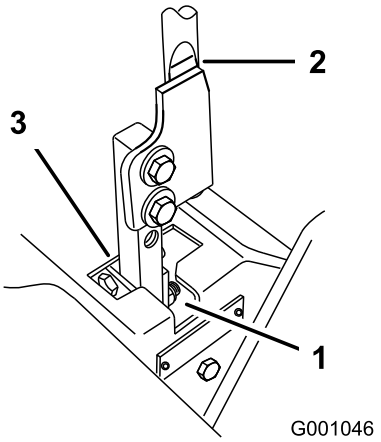

Figur 66
5. Flytta spaken till neutralläget, men lås inte fast den (Figur 66).
6. Dra spaken bakåt tills sprintbulten (på armen nedanför den vridbara axeln) kommer i kontakt med spårets ände (så att den precis börjar tryckbelasta fjädern) (Figur 66).
7. Kontrollera var rörelsereglaget står i relation till spåret i konsolen (Figur 66). Det ska vara centrerat så att reglaget kan vridas utåt mot det neutrala låsläget.